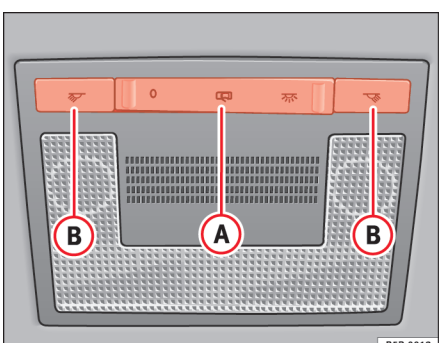

Fig. 77 Loft: kabinelys foran
Med kontakten (A) ⇒ fig. 77 kan du indstille følgende positioner: ▶
Tryk kontakten i position O ⇒ side 114, fig. 77.